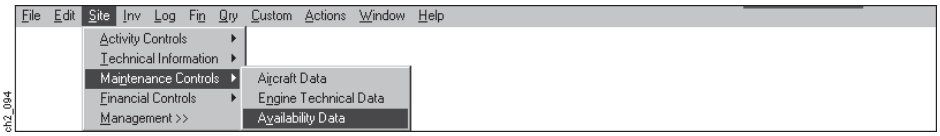

Figure 2-115
(3) **Step 3.** On the Maintenance Controls Submenu above (Figure 2-115), select the Availability Data Option.